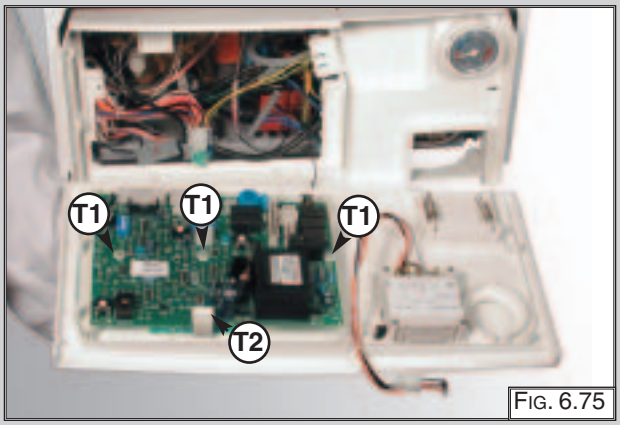

Fig. 6.75
7. Remove the main P.C.B., unscrew the screws “T1” (Fig. 6.75);